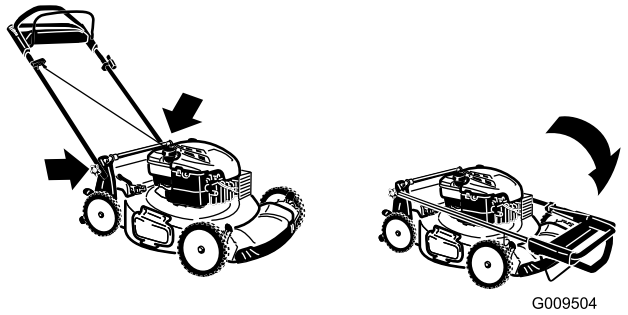

Figur 31
2. Det øvre håndtaket legges sammen framover, som vist i Figur 31.